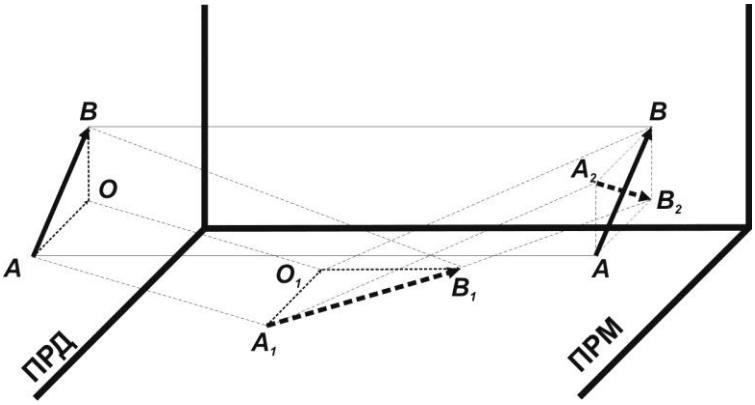

Рис. 6.1
6.1.1 Принцип работы извещателя запатентован («Радиоволновой способ обнаружения объектов», Патент РФ №2348980) и основан на обнаружении нарушителя по вызываемому им изменению параметров соответствующим образом поляризованного электромагнитного поля. Плоско поляризованное электромагнитное поле (ЧЗ) формируется между БПРД и БПРМ в виде вытянутого эллипсоида вращения, причем вектор поляризации **АВ** (см. рис. 6.1) формируется под углом ≈45° по отношению к прилегающим поверхностям (земле, заграждению и т. п.). Отраженные от поверхностей волны (вектор $\mathbf{A_2B_2}$) попадают на антенну **ПРМ** под углом ≈ 90° по отношению к ее собственному вектору поляризации **АВ**.В результате вклад отраженного сигнала в суммарный сигнал на выходе приемной антенны **ПРМ** ничтожно мал. При пересечении ЗО нарушителем происходит изменение параметров поля. Причем отраженные от прилегающих поверхностей волны вторично отражаясь от нарушителя, попадают на приемную антенну **ПРМ** под углом ≈ 0° по отношению к ее собственному вектору поляризации **АВ**. В результате вклад вторично отраженного сигнала в суммарный сигнал на выходе приемной антенны **ПРМ** значителен. Ввиду того, что сигнал, излученный БПРД и отраженный от заграждения или нарушителя невидим для БПРМ, ЗО формируется другим образом. Для того, чтобы «стать видимым», сигнал от БПРД должен отразиться от объектов четное число раз. Чем ближе ось ЧЗ (линия межу центрами БПРД и БПРМ) к отражающей поверхности, например к заграждению или стене, или предмету, тем «сильней» отраженный сигнал, тем шире будет ЗО. К тому же, отражающая поверхность не идеально гладкая, что приводит к некоторому угловому рассеянию, ЗО как бы выравнивается в сечении, «отходя» по форме от эллипсоида вращения и приближаясь к овалу с расходящимися по мере приближения к заграждению центрами (скругленному параллелепипеду).